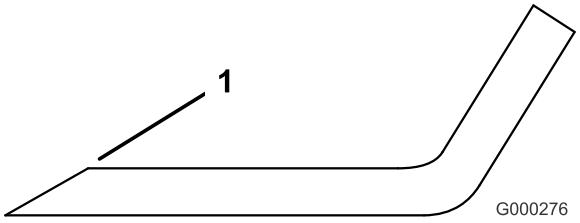

Figur 23
3. Undersøk kniveggene på alle knivene. Slip kniveggene hvis de er sløve eller har hakk. Slip bare den øvre delen av kniveggen, og opprettholden den originale klippevinkelen for å sørge for at kniven blir skarp (Figur 23). Kniven opprettholder balansen hvis like mye metall fjernes fra begge kniveggene.